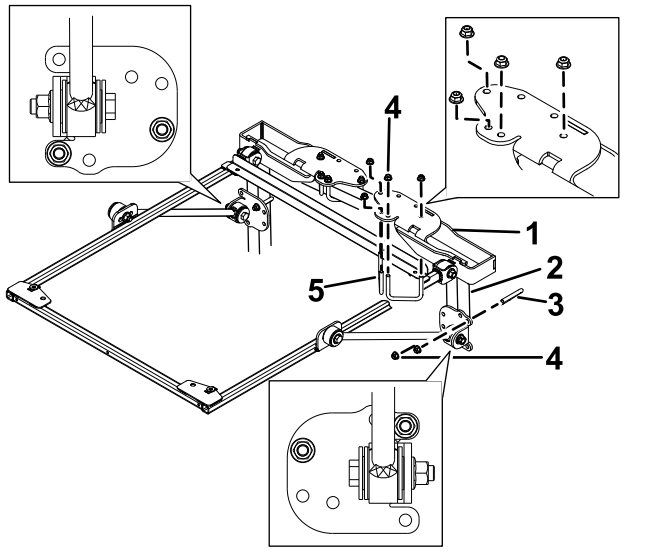

Figur 36
(Figur 36). Påse at veltebøylen er sentrert i veltebeskyttelsens monteringsbraketter.
5. Bruk monteringshullene som vist i Figur 36, og monter hver av veltebeskyttelsens monteringsbraketter på toppen av veltebøylen med to U-bolter (2 3/4 tomme) og fire flensmuttere.
6. Bruk monteringshullene som vist i Figur 36, og fest hver avstiverbrakett løst til veltebøylestolpene med en U-bolt (4 tommer) og to flensmuttere.